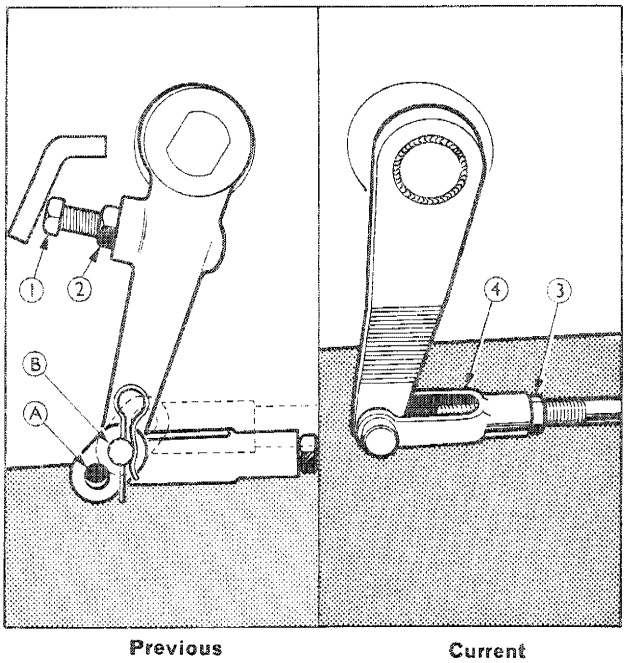

Figure 47
On these tractors the pedal upper stop is provided by an adjustable stop screw in the clutch release cross-shaft lever which abuts a stop cast on the side of the front transmission housing, Figure 47. To adjust the pedal free travel loosen the locknut on the stop screw and move the screw into the lever to increase the free travel and out of the lever to decrease the free travel. Do not attempt to adjust pedal free travel on these tractors by adjusting the length of the release rod.
To adjust the pedal free travel on these tractors loosen the clutch release rod clevis locknut, Figure 47, and remove the pin connecting the clevis to the clutch release cross-shaft lever. Rotate the clevis on the release rod to increase or decrease its overall effective length and so adjust the free travel of the pedal. Lengthening the rod will give greater free travel – reducing the length will give less free travel.
1. Connect the release rod clevis to the cross-shaft lever using the rear holes in the clevis (Connection "B", Figure 47).
4. Change the connection of the release rod to the release lever by inserting the pin through the front holes in the clevis (Connection "A", Figure 47).